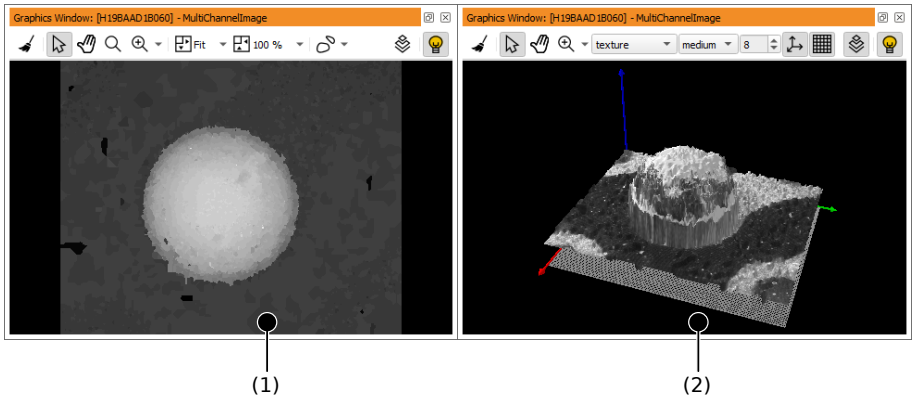

Figure 6.78: (1) Default image display, (2) 3D plot mode.
Clicking activates an interactive 3D plot mode. It displays meaningful information for height field images, i.e., images that encode height information as gray values. The greater the gray value, the higher the corresponding image point. Figure 6.78 shows a height field image of a solder ball (1) and the corresponding 3D plot (2).